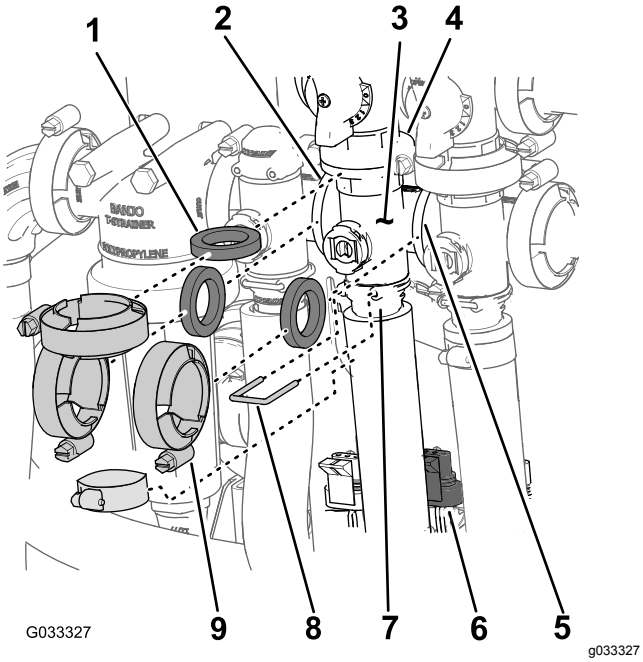

Rysunek 69
1. Zdejmij obejmy i uszczelki mocujące rozgałęźnik zaworu mieszania (Rysunek 69) do zaworu obejścia kanału mieszania, zaworu regulacji dawki, nadrzędnego zaworu sterowania zraszaniem oraz adaptera króćca (zaworu regulacji mieszania).
2. Zdejmij element ustalający mocujący złącze wylotu do rozgałęźnika zaworu mieszania (Rysunek 69).